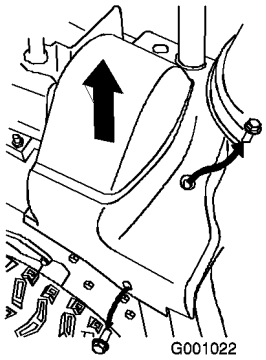

Figur 39
2. Løft opp den høyre siden av remdekslet (Figur 39).